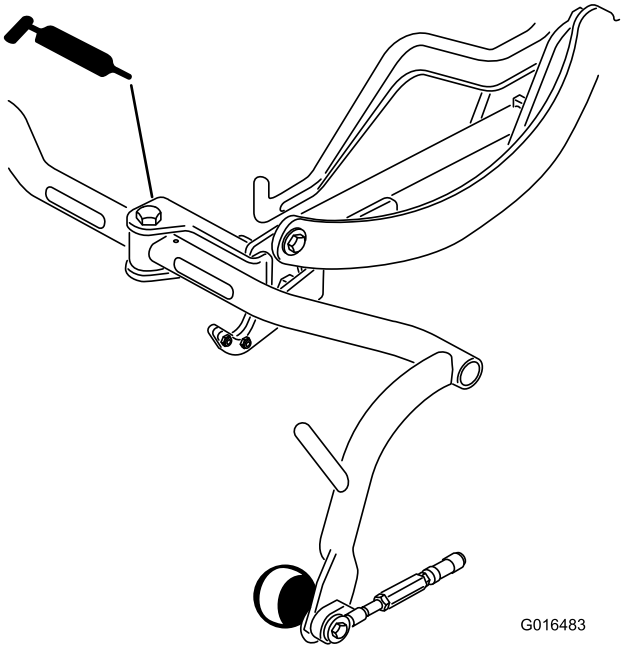

Figur 37
- Bærerammens akserør (3) Figur 37